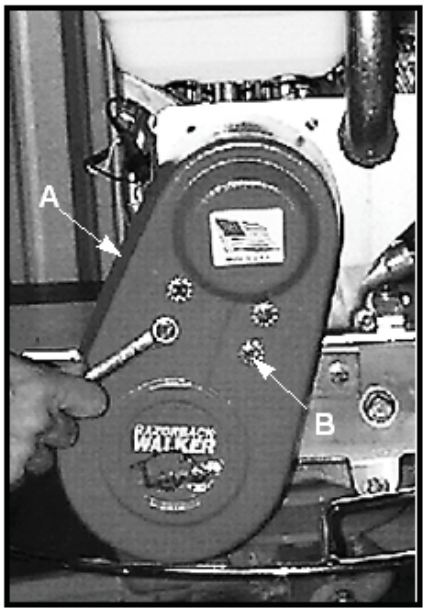

Figure 1
1. Remove belt guard (A) by removing the four belt guard mounting bolts (B). See Figure 1.